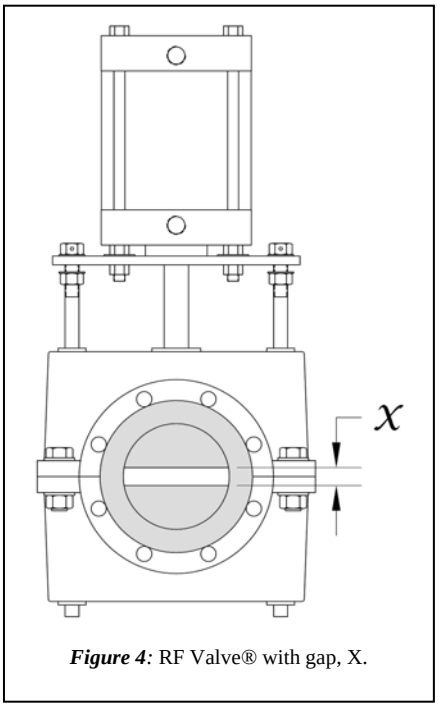

Figure 4: RF Valve® with gap, X.
STEP 4: Actuate the RF Valve® closed. Be sure to use sufficient supply pressure as indicated in STEP 1. After actuation the RF Valve® will not close completely. There will be a gap, X, inside (Fig. 4).